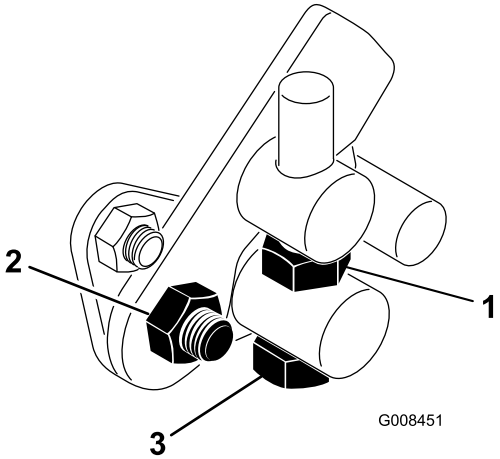

Figur 45
1. Løsne låsemutteren på vuggetappbolten (Figur 45).
4. Stram låsemutteren på vuggetappbolten og mutteren på pedaltappen for å låse justeringen (Figur 45). Sjekk justeringen, og juster etter behov.